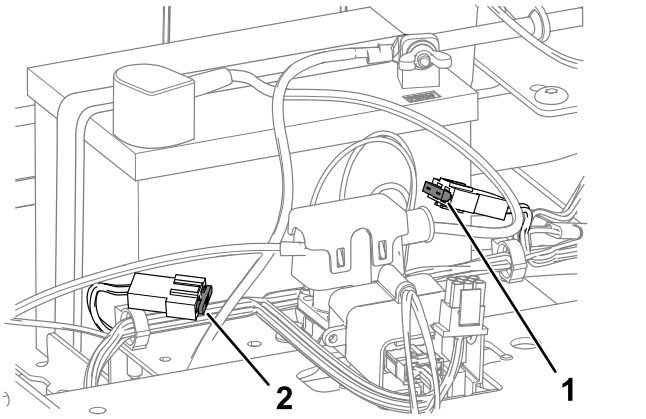

Figura 51
4. Para cambiar un fusible, tire del mismo para retirarlo (Figura 51).